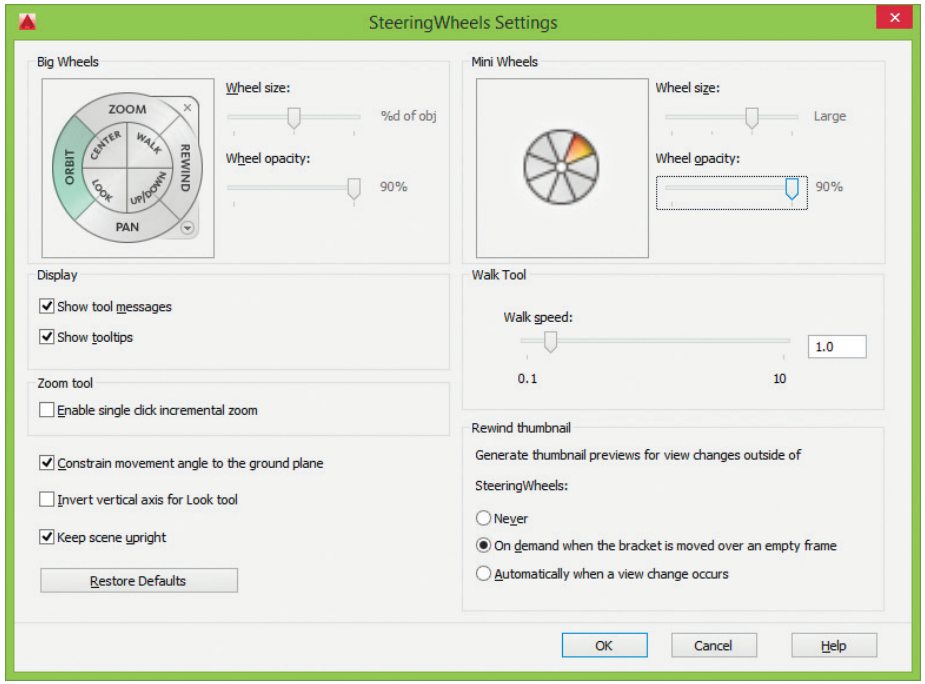

Рис. 3.28. Диалоговое окно установки параметров штурвала
- кнопка **SteeringWheels...** – загрузка диалогового окна **SteeringWheels Settings** (рис. 3.28), позволяющего установить параметры штурвала: